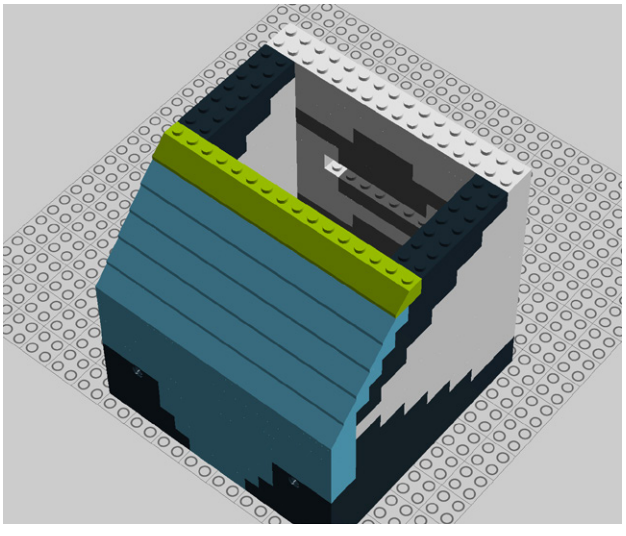

Figure 9-59. *Step 54: Attaching more slopes*
54. Next, add two 2x3, two 2x4, and one 2x2 translucent slopes (Figure 9-59).